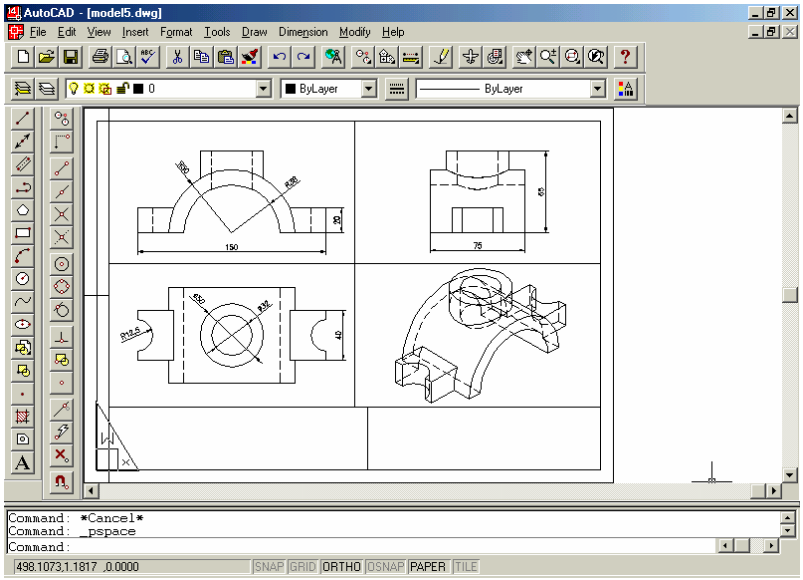

Fig. 12.28 Înscrierea cotelor cu respectarea vizibilităţii în fiecare fereastră
12. Înscrierea cotelor în mod similar şi pe celelalte două proiecții. Parcurgerea fiecărei ferestre în parte, cu *îngheţarea* (Freeze/Thaw in current viewport) a layer-elor *Dim* corespunzătoare celorlalte două proiecții (de ex. pe vederea principală se vor îngheţa layer-ele *Dim_s* şi *Dim_l*) fig. 12.28;